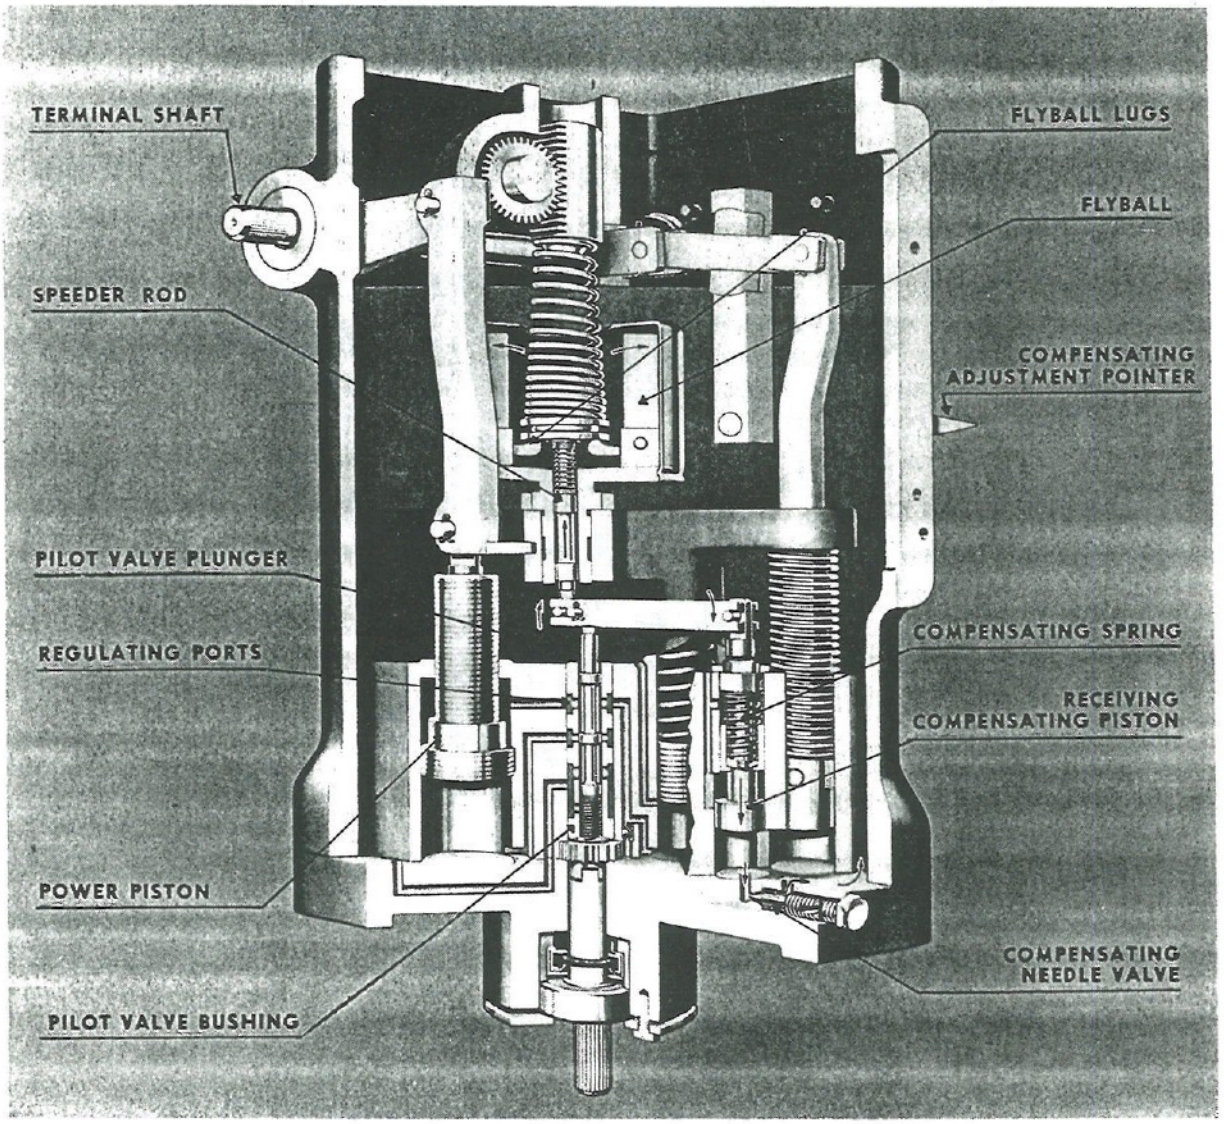

Fig. 51. Governor, Hydraulic, Operation at Normal After Compensating for Speed Decrease
g. In Fig. 51 the governor is shown when the normal, or desired, engine speed is again resumed. The flyballs move outward to the normal position, and the flyball lugs compress the speeder spring, causing the speeder rod to move upward to the normal position. The receiving compensating piston is returned to the normal position by the compensating spring at the same rate as the speeder rod. This keeps the regulating port in the pilot valve bushing covered by the regulating land on the pilot valve plunger. The rate at which the compensating piston moves downward to the normal position is determined by the flow of oil out of